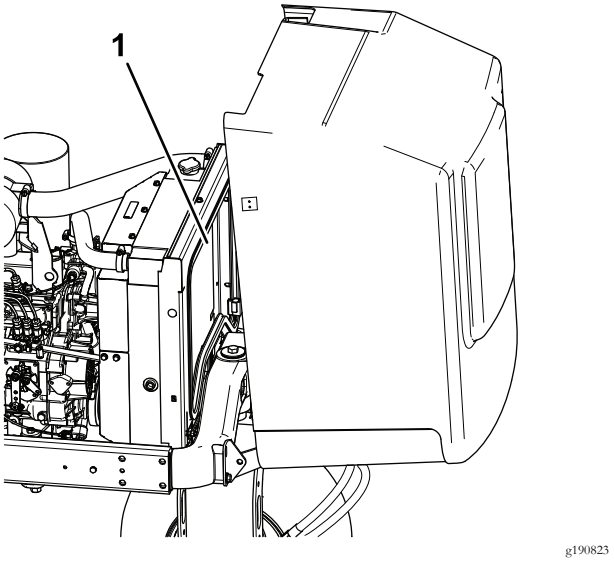

Figur 69
5. Rengør begge sider af køleområdet grundigt med vand eller trykluft (Figur 69).